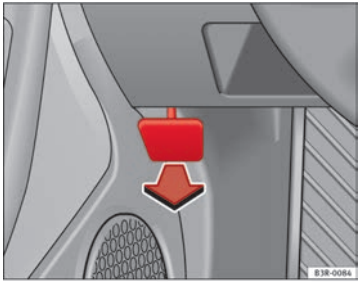

Fig. 175 Detail of foot-well area on driver side: lever for unlocking the bonnet.
– To release the bonnet, pull the lever under the dash panel ⇒ fig. 175 in the direction indicated (arrow).